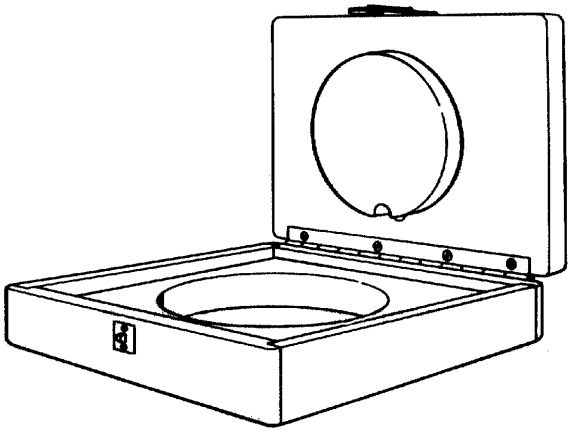

Figure 15. 6796970 Compressor Front Labyrinth Seal Storage Box
p. Remove the front compressor labyrinth seal (9) from the compressor rotor.
q. Remove the preformed packings (6 and 7) from the rotor inner labyrinth seal (8).
r. Place the labyrinth seal parts in 6796970 storage box (figure 15).